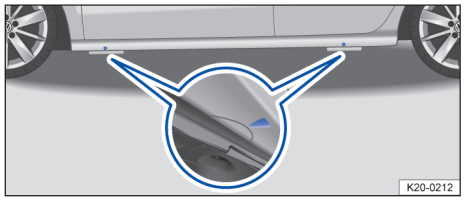

Fig. 215 Points de prise du cric
Positionnez le cric uniquement sur les renforts du soubassement qui se trouvent derrière les repères de la carrosserie → fig. 215. Il faut choisir le point de prise à proximité de la roue → ⚠.
6. Sous le véhicule, cherchez le point de prise du cric → fig. 215 qui se trouve le plus près possible de la roue à remplacer.